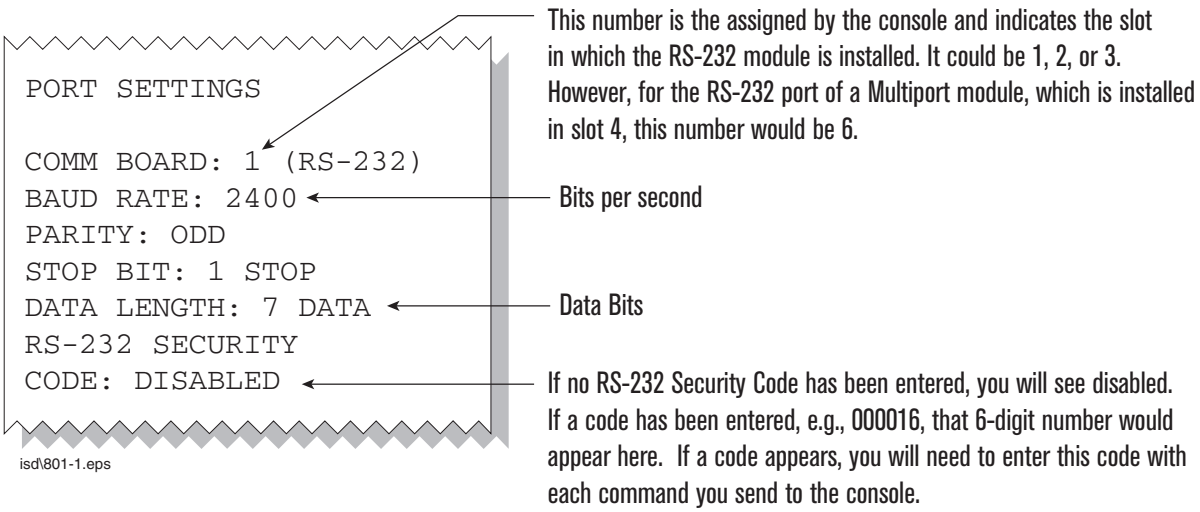

Figure 14. Console comm port settings printout example
d. Press the PRINT key to printout the port settings for all communication modules installed in the console. Figure 14 shows an example port settings printout with the RS-232 module installed. Using the console port settings in the example below, your HyperTerminal 'Port Settings' window entries would be Bits per second - 2400, Data bits - 7, Parity - Odd, Stop Bits - 1. For the 'Flow Control' entry select None. Click OK.